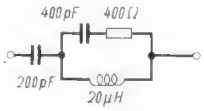

Bild 1. In USA übliche künstliche Antenne
1. für Prüfsender mit kapazitivem Spannungsteiler zu 250 pF im Ausgang (S. & H. Rel send 7a, Rohde & Schwarz SMF und SMP) die Glieder nach Bild 1 oder 2 (der Kondensator zu 200 pF ist jedoch auf 1000 pF zu erhöhen);